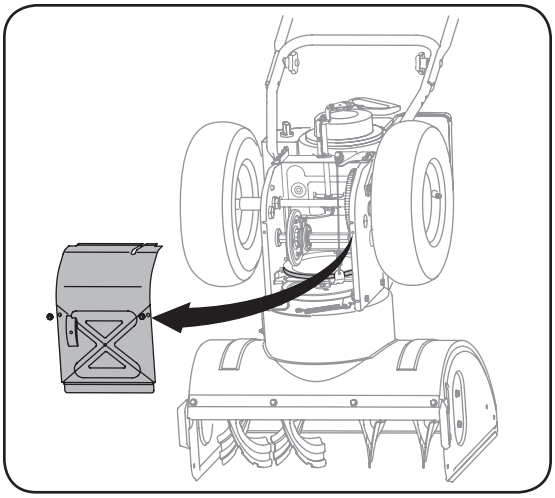

Figure 6-5
2. Basculez doucement la souffleuse vers l'avant pour la faire reposer sur l'habitacle de la tarière. Voir la Figure 6-5.
3. Démontez le couvre-châssis du dessous de la souffleuse en retirant les quatre vis auto-taraudeuses qui le maintiennent en place. Voir la Figure 6-5.
2. Basculez doucement la souffleuse vers l'avant pour la faire reposer sur l'habitacle de la tarière. Démontez le couvre-châssis du dessous de la souffleuse en retirant les quatre vis auto-taraudeuses qui le maintiennent en place. Voir la Figure 6-5.
1. Basculez la souffleuse vers l'avant (après avoir vidé le réservoir d'essence ou avoir placé un morceau de plastique sous le bouchon d'essence si la souffleuse a déjà été utilisée.), puis démontez le couvre-châssis du dessous de la souffleuse en retirant les vis auto-taraudeuses. Voir la Figure 6-5 à la page 17.